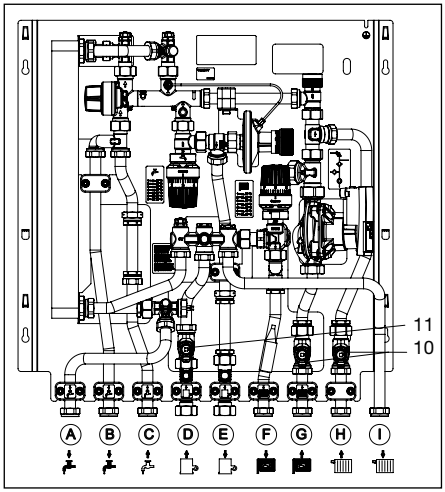

Fig. 8.1 Posizione di montaggio filtro
- pulizia dei filtri (Fig. 8.1)